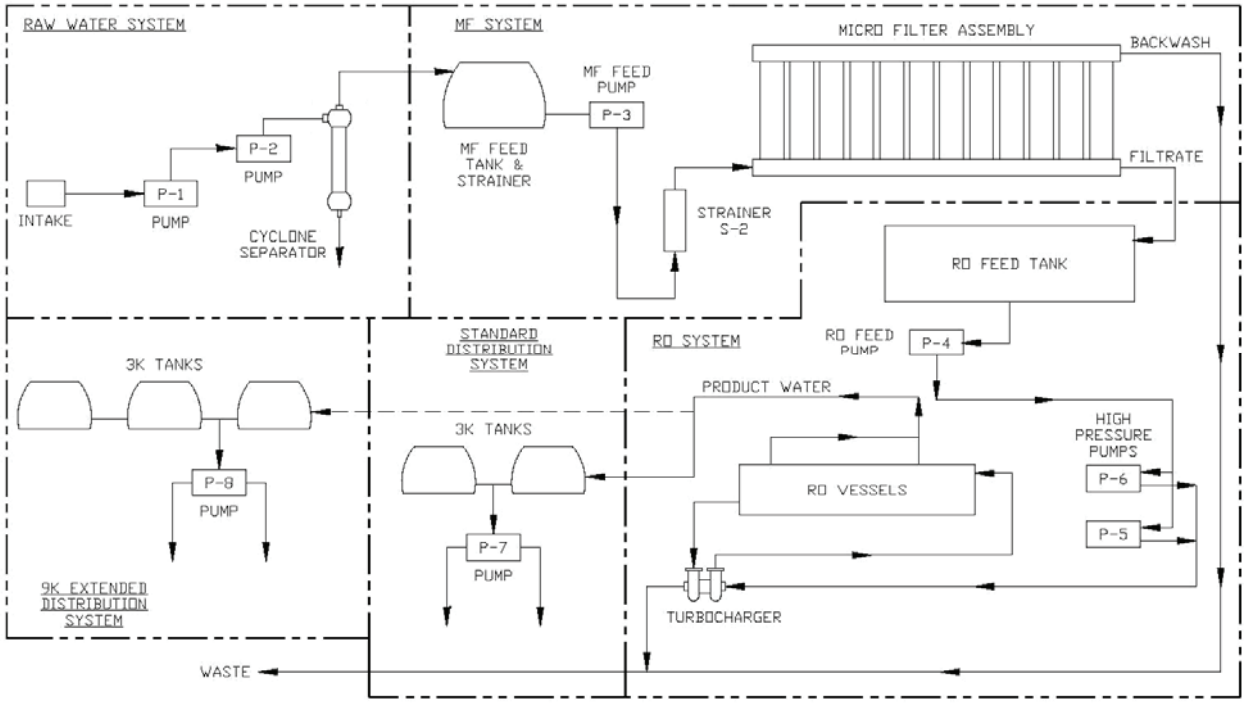

Figure 1. TWPS Water Flow Diagram.
The basic water flow through the TWPS is illustrated in Figure 1. Raw water is pumped from the water source and into a micro-filter (MF) feed tank. One or two pumps may be used depending on the distance and elevation change from the source to the MF feed tank. A cyclone separator is used at beach locations to remove sand and silt. Water is then pumped from the MF feed tank through strainer S-2 to the micro-filter (MF) assembly. Strainer S-2 removes material larger than 600 microns from the water stream. The MF assembly removes suspended solids (dirt) and microorganisms down to 0.2 microns. Filtered water, called “filtrate” flows from the MF assembly into the reverse osmosis (RO) feed tank. Every 15 minutes a “backwash” operation is automatically performed. The backwash operation forces air through the MF elements to blow accumulated dirt and material off the filter elements. The dirt is flushed out of the MF assembly to a waste outlet. Continuing with the water purification process, feed water is pumped from the RO feed tank to two high-pressure pumps. The high-pressure pumps force some of the water though membranes in the RO vessels. Salts are rejected by the RO membranes and the water that passes through the membranes exits the TWPS as product water. The product water is stored in 3000-gallon tanks. Water that does not pass through the RO membranes is discharged as “reject” water to the waste outlet. The reject water passes through a turbocharger which transfers energy from the reject water to boost the feed water pressure to the RO vessels. Product water is pumped from the 3000-gallon tanks as needed for distribution. Two 3000-gallon tanks are provided with the standard distribution system. Three additional 3000-gallon tanks and an additional pump are provided with the extended distribution system.